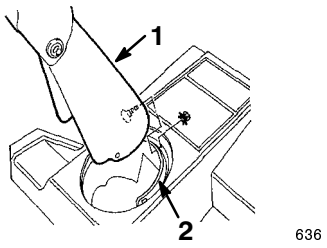

**Figur 8**
1. Ställ in utmatarhandtaget över utmatarringen (figur 8).
2. Passa in hålet på utkastarens baksida med hålet i mitten på ringen (figur 8).
3. Montera en vagnsbult och en låsmutter genom hålen i mitten och sätt låsmuttern och på utsidan (figur 8).